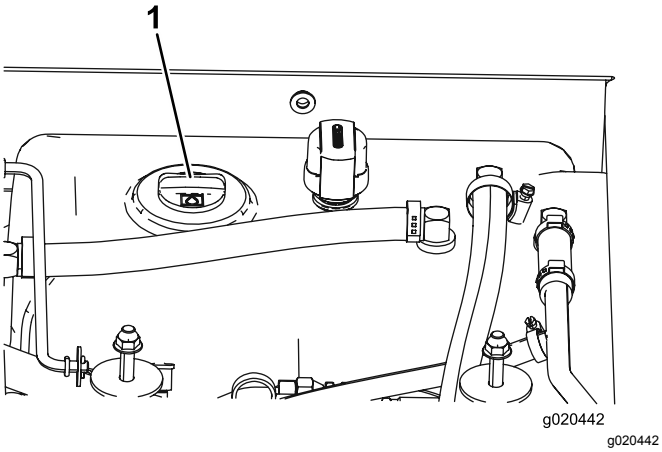

Figur 14
3. Rengør området omkring påfyldningsstudsen og hydrauliktankens dæksel (Figur 14). Fjern dækslet fra påfyldningsstudsen.